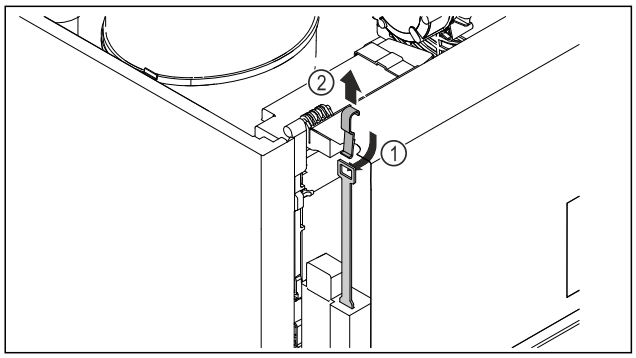

Fig. 248
▶ Împingeți în interior cheia de deblocare de urgență *Fig. 248 (1)* de sus, fixați-o la încuietoare și trageți în sus *Fig. 248 (2)*.